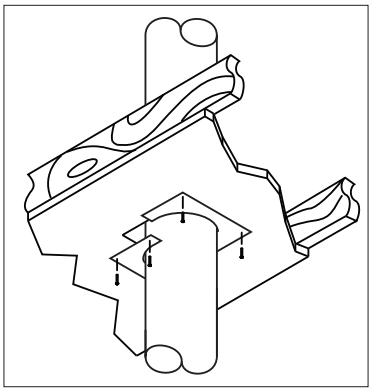

Figure 2
3. Slide the two halves together and attach to the ceiling using either 8 penny nails or #8 1-1/2in wood screws at each of the four corners and at the two overlapping sides (***Fig.2)***